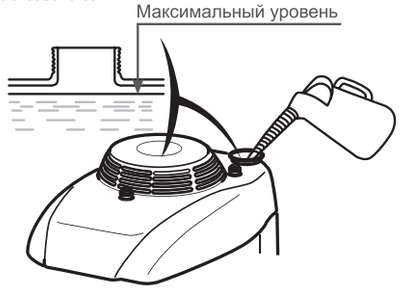

**Рис. 14 Максимальный уровень топлива в топливном баке**
Максимальный уровень топлива показан на Рис. 14.
3. Залейте бензин в топливный бак при помощи специальной емкости или воронки до уровня, показанного на Рис. 14.